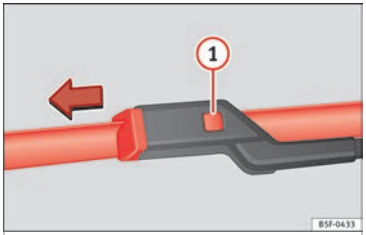

Fig. 75 Changing the windscreen wiper blade.
- Press the securing tab down (1) ››› **Fig. 75**.